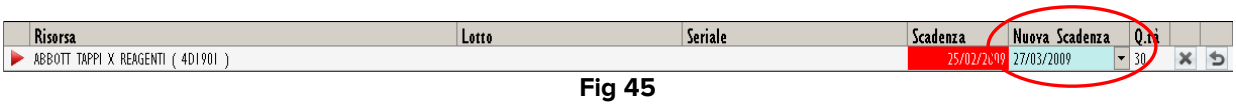

Fig 45
- Click the cell indicating the resources' "new expiration date" (Fig 45).